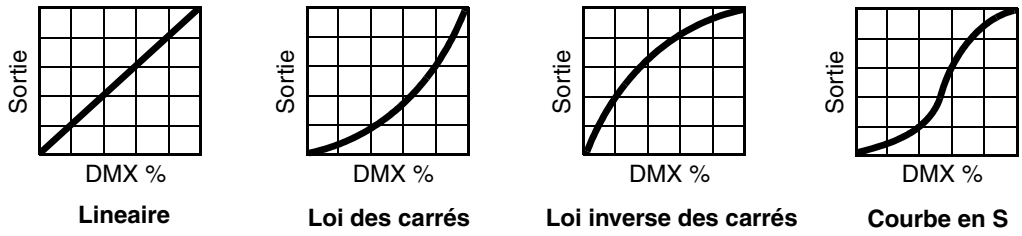

Figure 4 : Courbes de gradation
- **DIMMER CURVE** fournit 4 courbes de réponse pour le gradateur (voir Figure 4) :